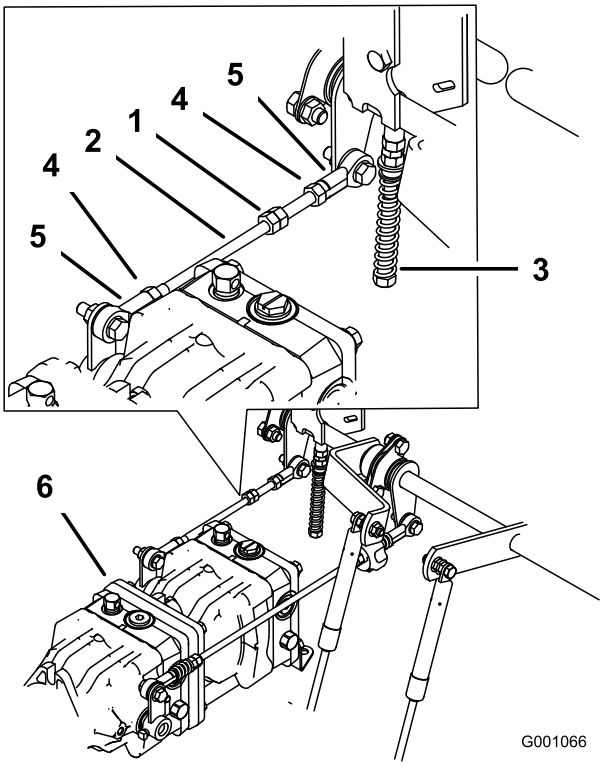

Figur 82
1. Løsn låsemøtrikkerne ved kugleleddene på pumpestyrestangen (Figur 82).
3. Juster pumpestangens længde ved at dreje dobbeltmøtrikkerne på pumpestangen i den relevante retning, indtil hjulet står stille eller kryber en smule i bakgear (Figur 82).
6. Stram låsemøtrikkerne ved kugleleddene (Figur 82).